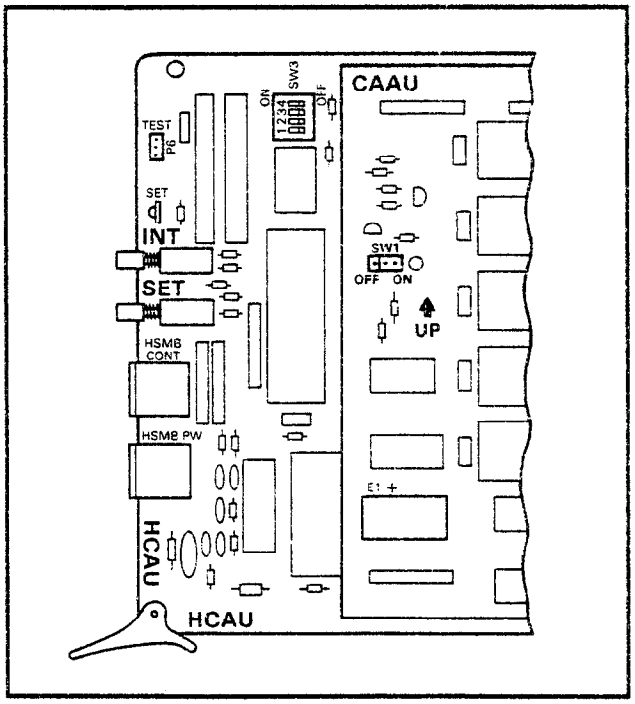

FIGURE 32 — CAAU SWITCHES
08.02 As shown in Figure 32, verify that the battery on the CAAU is connected to ensure that data changes entered after initialization will not be lost due to power failure.
08.03 To initialize the system data memory, refer to Figure 32 and perform the following:
08.24 The HSMB is equipped with three switches and two LED displays (Figure 32). Looking from top to bottom; the functions of the switches are as follows: